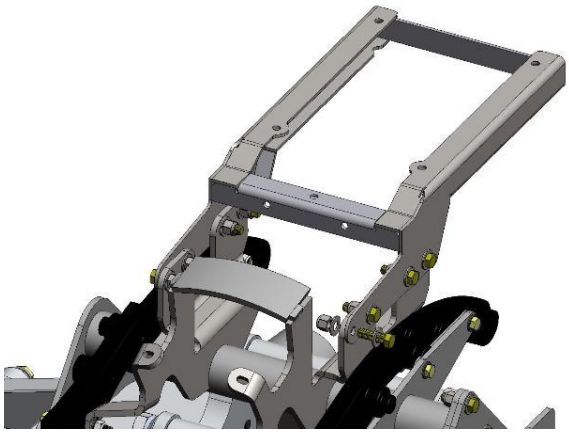

Figure 22
a. Install tour box frame to seat / upper mount using the supplied hardware. **Figure 22.**